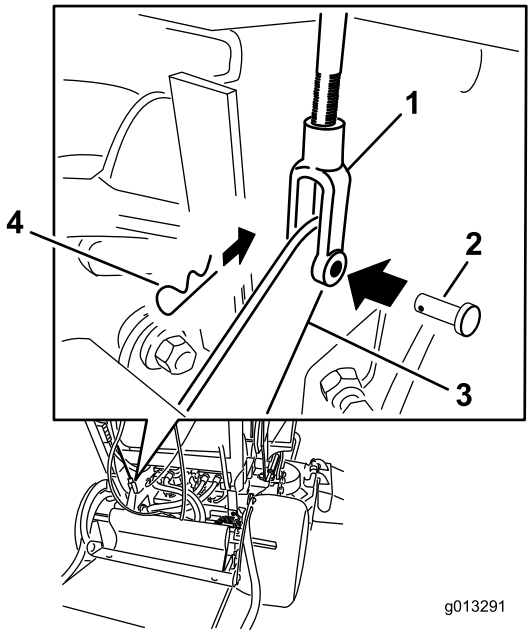

Figura 64
4. Per regolare il freno, staccate la coppiglia e il perno con testa dalla leva del freno inferiore e dalla forcella (Figura 64).
7. Fissate la forcella alla leva del freno inferiore con il perno con testa e con la coppiglia (Figura 64).